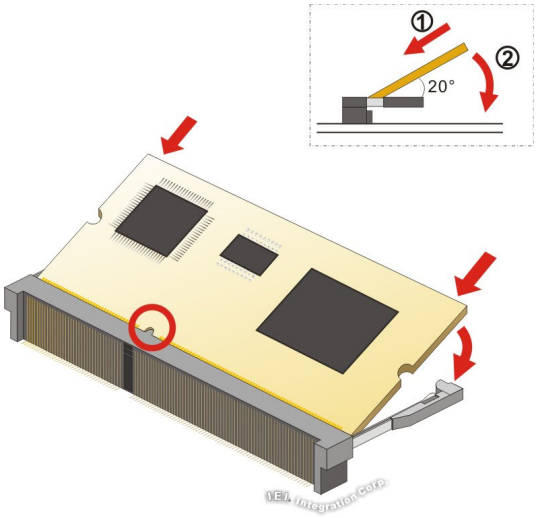

Figure 4-7: iRIS-2400 Module Installation
To install the iRIS-2400 module, please follow the steps below and refer to **Figure 4-7**.
Step 3: **Insert the iRIS-2400 module**. Push the module in at a 20º angle (**Figure 4-7**).
Step 4: **Seat the iRIS-2400 module**. Gently push downwards and the arms clip into place (**Figure 4-7**).